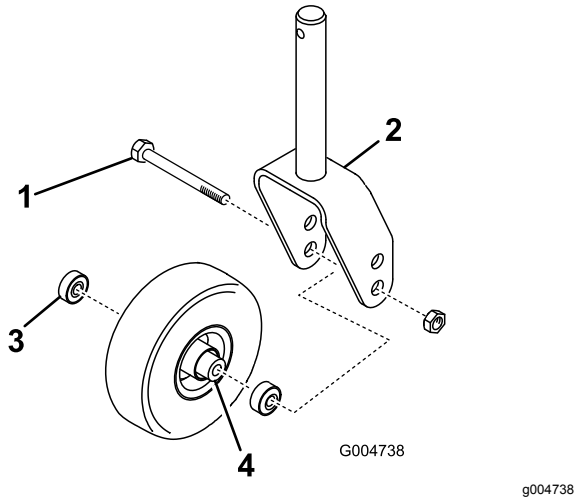

Figur 129
1. Lossa låsmuttern från den skruv som håller fast svänghjulet mellan hjulgaffeln eller svänghjulsarmen (Figur 129).
2. Fatta tag i svänghjulet och skjut ut skruven ur gaffeln eller svängarmen (Figur 129).
3. Ta bort lagret från hjulnavet och låt lagerdistansbrickan ramla ut (Figur 129).
4. Ta bort lagret från hjulnavets motsatta sida (Figur 129).